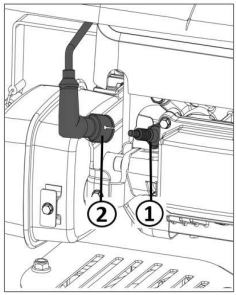

Figure 39
1 Remove the spark plug connector (Figure 39 ②) from the spark plug (Figure 39 ①).